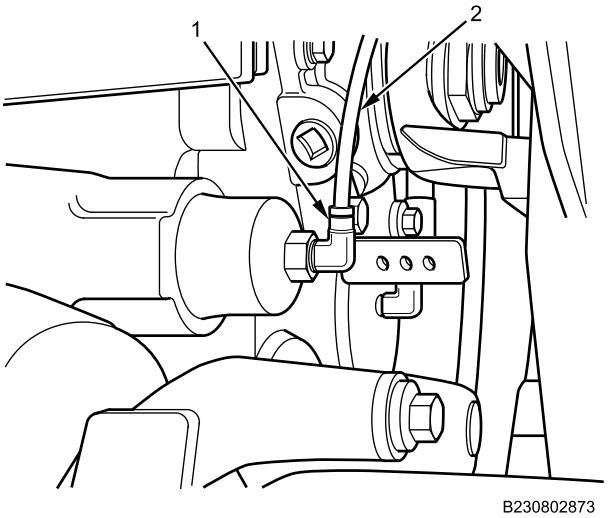

Figure 9. Front Axle Shift Cylinder Air Line.
6. Connect RED air line (Figure 9, Item 2) to front axle shift cylinder (Figure 9, Item 1).